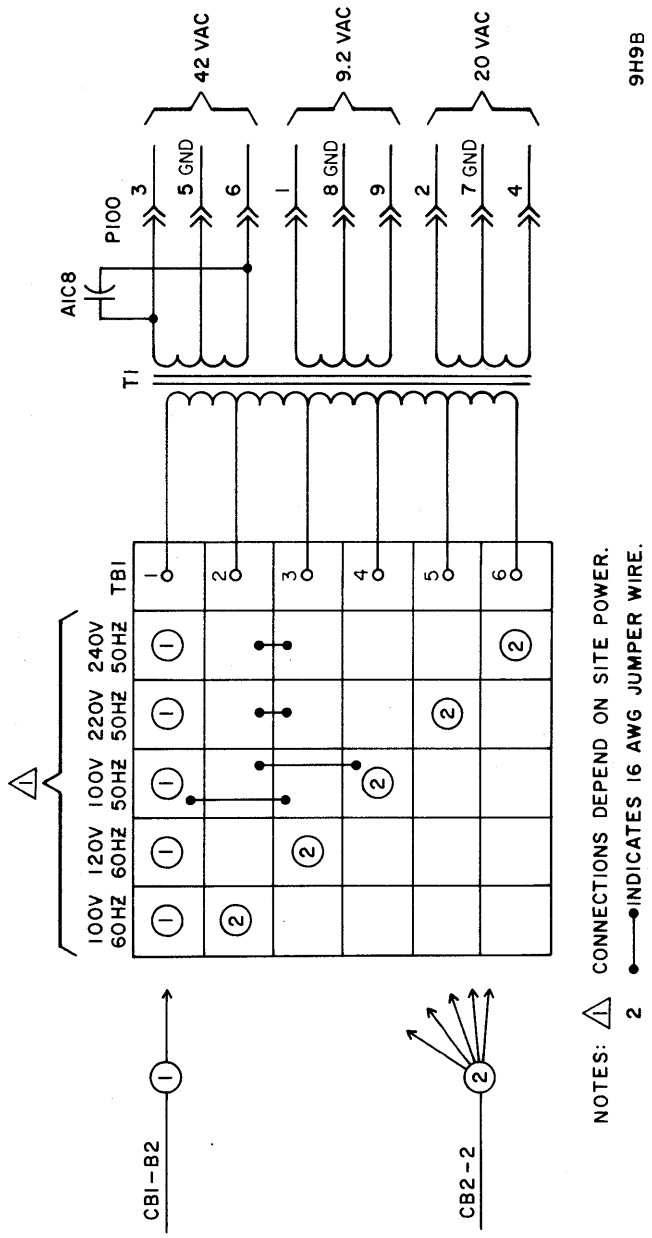

Figure 1-13. AC Power Wiring
6. Referring to figure 1-12 for parts location ensure that input power wiring to TB1 conforms to site ac power as shown in figure 1-13.